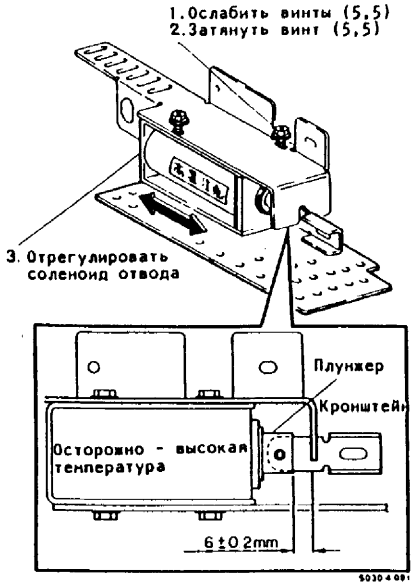

Рис.1. Регулировка положения соленоида отвода
4. (Рис.1): Отрегулировать положение соленоида отвода.